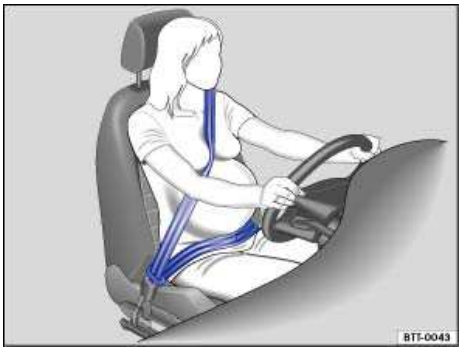

**Fig. 58** Proper safety belt positioning for expectant mothers.
**Expectant mothers** must always wear the lap portion of the safety belt as low as possible across the pelvis and below the rounding of the abdomen – throughout the pregnancy. The safety belt must lie flat against the body to avoid pressure against the abdomen ⇒ fig. 58.